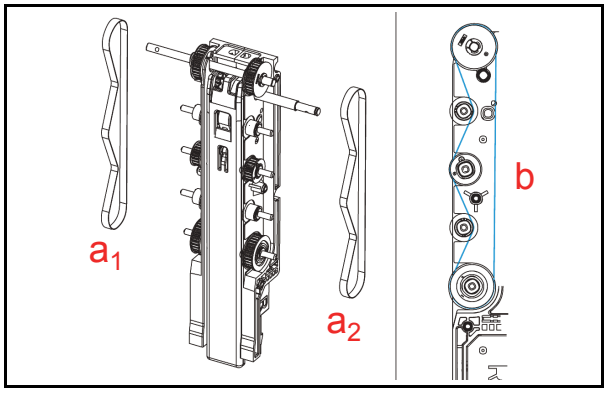

Figure 4-8 Timing Belt Removal
11. Remove the two (2) Timing Belts (See Figure 4-8 a_1 & a_2) from the Transport Unit.